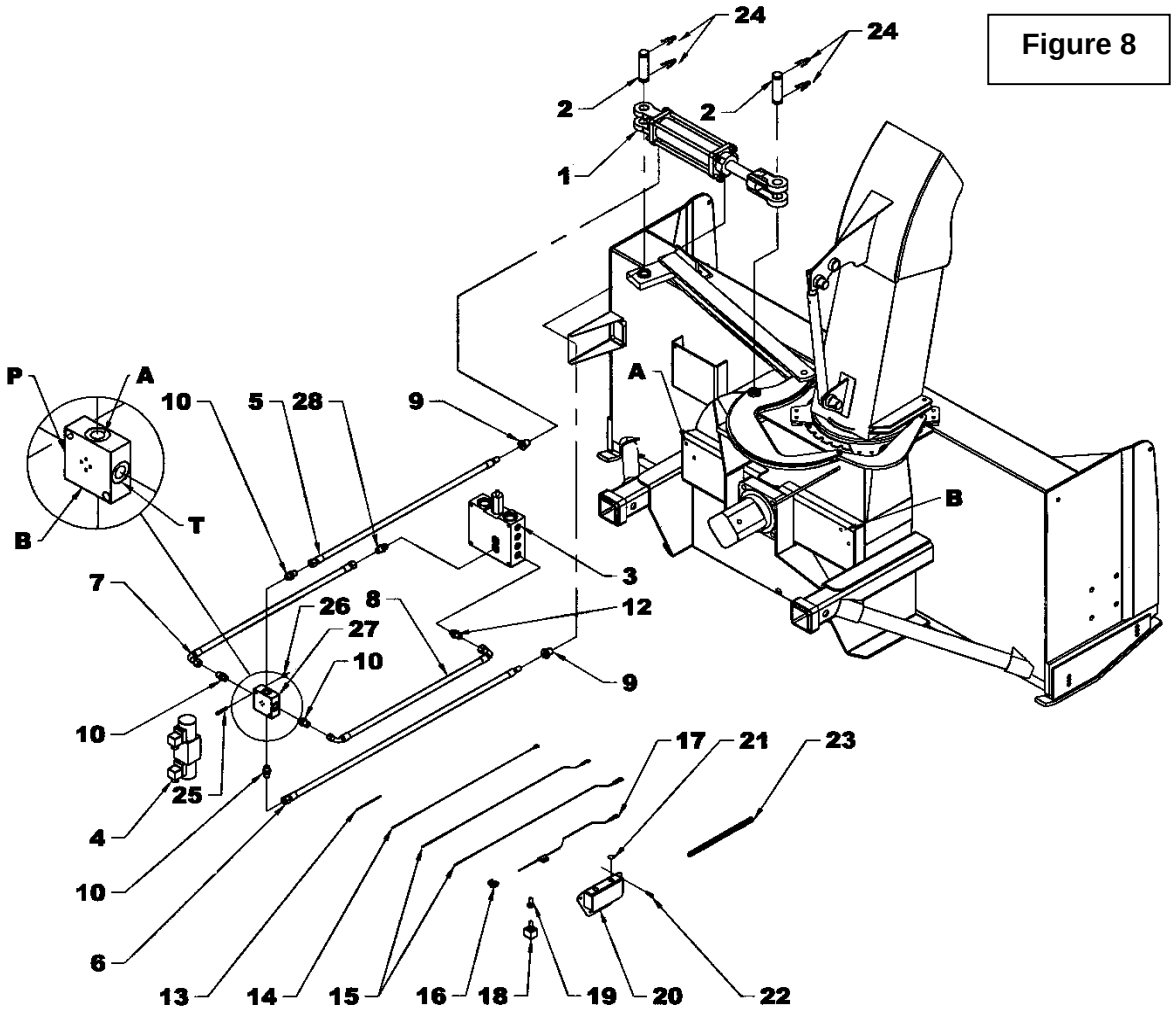

Figure 8
***(Se référer à la Figure 8, sauf si indication contraire)***
**2.** Installer le cylindre 3'' x 8'' (item 1) sur le système de rotation avec les sorties hydrauliques vers le bas et la tige du cylindre orientée vers le basculeur de rotation. Bloquer les manilles du cylindre avec deux goupilles 1" (item 2) et quatre goupilles en épingle (item 24).
**3.** Installer le bloc hydraulique (item 27) sur le côté gauche (position "A" de la souffleuse à l'aide de 2 vis à tête cylindrique à 6 pans creux #10-24 x 1 1/4" et écrous à bague de nylon #10-24 (items 25-26).
**4.** Installer les adaptateurs 9/16"ORB mâle x 9/16"JIC mâle (item 10) sur chacun des ports du bloc hydraulique (item 27). ATTENTION: Pour ne pas confondre les adaptateurs avec les limiteurs de débit voir figure ci dessous.
**15.** Enlever le boîtier de connexion "A" (Fig. 7, item 3) de la valve électro-hydraulique (Fig.8, item 4) en enlevant complètement la vis (Fig. 7, item 4) sur le devant du boîtier et enlever le bouchon (Fig. 7, item 5) du dessous. Avec un petit tournevis, pousser délicatement sur le bloc de connexion (Fig. 7, item 6) en insérant le tournevis par le trou du bouchon (Fig. 7, item 5) pour le faire sortir du boîtier (Fig. 7, item 3). Insérer un fil blanc 360" (Fig. 8, item 15) dans le trou identifié #1 (Fig. 7, item 1) du bloc de connexion (Fig. 7, item 6) et un fil noir 9" (Fig. 8, item 13) dans le trou identifié #2 (Fig. 7, item 2) et passer les fils par le trou du bouchon du boîtier (Fig. 7, suivre les lignes fantômes).
**17.** Replacer le boîtier sur la valve (Fig. 8, item 4) et remettre la vis (Fig. 7, item 4) en place ainsi que le bouchon (Fig. 7, item 5).
**18.** Enlever le boîtier de connexion "B" et insérer un fil blanc 360" (Fig. 8, item 15) dans le trou #1 (Fig. 7, item 1) du bloc de connexion (Fig. 7, item 6). Mettre le bout du fil noir 9" (Fig. 8, item 13) du boîtier "A" ainsi que le fil noir 360" (Fig. 8, item 14) dans le trou (fig.7, item 2). Passer les fils par le trou du boîtier (Fig. 7, suivre les lignes fantômes). Remettre le bloc dans le boîtier de manière à ce que les fils soient vers le bas afin d'éviter des infiltrations d'eau,
**20.** Amener le fil noir 360" (Fig. 8, item 14) jusqu'au boîtier d'interrupteur (item 18) par le même endroit où les fils blancs (item 15) ont été emmenés du tracteur à la souffleuse et fixer le terminal à anneau en vissant la quatrième vis auto-perçante #10 x 1/2" (Fig. 8, item 22) au boîtier d'interrupteur.
**21.** Brancher le fil avec fusible (Fig. 8, item 17) au fil d'interrupteur de contact du tracteur à l'aide du connecteur de dérivation (Fig. 8, item 16).
**22.** Recouvrir tous les fils avec une enveloppe protectrice (item 23) afin qu'ils soient bien protégés.
6. Installer le bloc hydraulique (item 26) sur le côté droit (fig.8, position "B" de la souffleuse à l'aide de 2 vis à tête cylindrique à 6 pans creux #10-24 x 1 1/4" et écrous à bague de nylon #10-24 (items 25-27)
7. Mettre l'embout 9/16" du boyau 1/4" x 45" (item 7) sur le port de la sortie "T" du bloc hydraulique (item 4) et l'embout plié du boyau 1/4" x 37" (item 6) sur le port d'entrée (P). Ne pas serrer immédiatement.
8. Sur le port du haut "A" et du bas "B", mettre deux boyaux 1/4" x 83" (item 5) sur chaque adaptateur 9/16" x 9/16" (item 10). Ne pas serrer immédiatement.